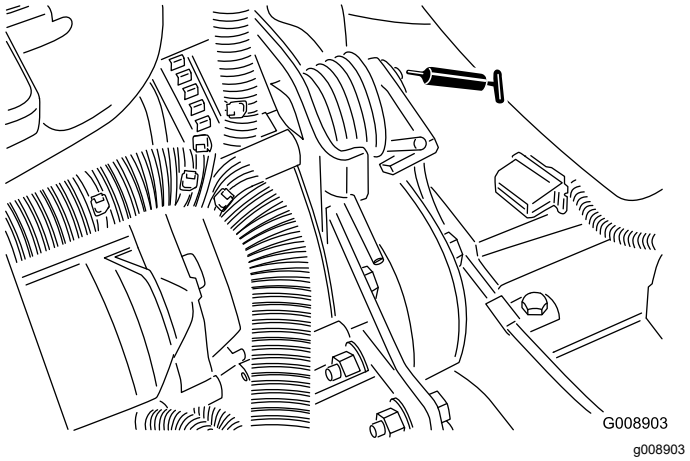

Figuur 47
- Draaipunt riemspanning (Figuur 47)